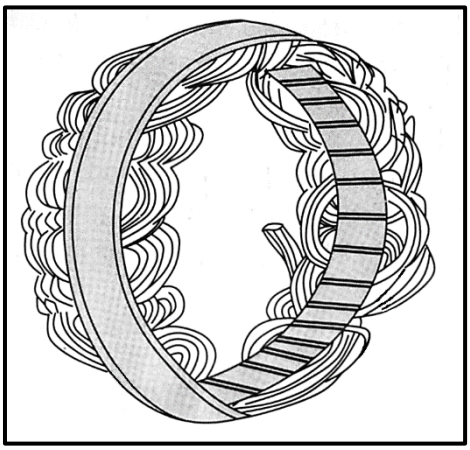

FIGUUR 10.8
10.8 FIGUUR 10.8 hieronder toon 'n komponent van 'n alternator. Beantwoord die vrae wat volg.
10.8.1 Identifiseer die komponent in FIGUUR 10.8 hierbo. (1)
10.8.2 Wat is die funksie van die komponent wat in FIGUUR 10.8 hierbo getoon word? (2)
10.8.3 Teken TWEE benoemde sketse om die twee tipes windings vir die komponent in FIGUUR 10.8 te toon. (4)